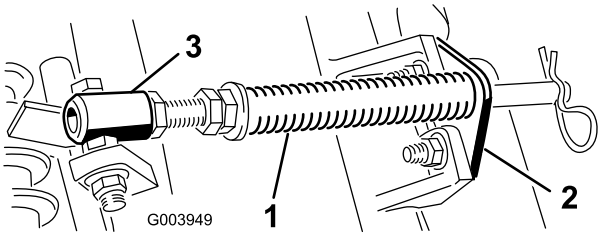

Figuur 4
A. Verwijder de 2 slotbouten en moeren waarmee de stangbeugel aan de lipjes van het maaidek is bevestigd (Figuur 4).
B. Verwijder de flensmoer waarmee de bout van de veerbuis bevestigd is aan het lipje van het draagframe (Figuur 4). Verwijder het geheel.